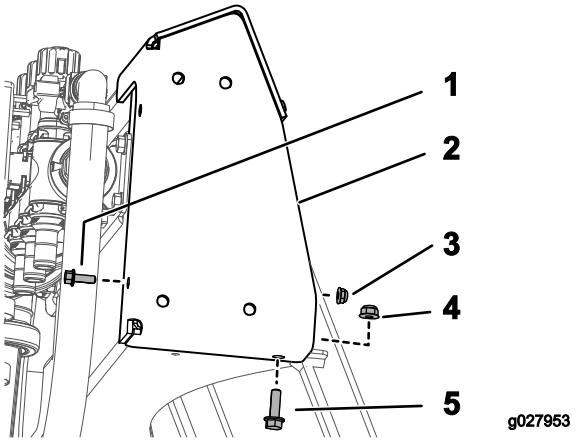

Figur 2
1. Montera det övre fästet med en skruv (1/4–20 x 3/4 tum), en mutter (1/4–20 tum), en whizskruv (5/16–18 x 1 tum, GR5) och en flänsmutter (5/16–18 tum) enligt Figur 2.